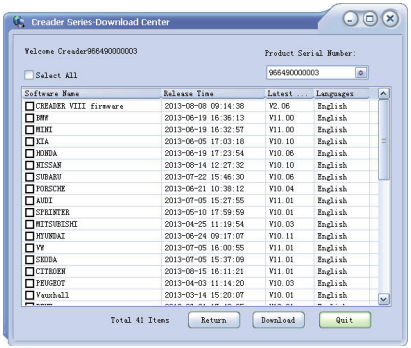
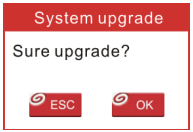

Figure 6
Figure 7
9. Ré-ouvrez l'outil de mise à jour, sélectionnez les mises à jour que vous souhaitez exécuter ou cliquez sur « Sélectionner tout », et puis cliquez sur Télécharger pour démarrer le téléchargement. Voir Figure 6.
10. Une fois toutes les étapes terminées, réinsérez la carte de mémoire dans l'outil et mettez l'outil sous tension via le câble USB ou via le câble de diagnostic (une extrémité au connecteur DB-15 de l'outil et l'autre extrémité au CLD du véhicule). Une boîte de dialogue (Remarque: Si seulement le logiciel de diagnostic est mis à jour et aucun paquet du firmware est téléchargé dans Figure 6, cette boîte n'apparaîtra pas qui vous invite à mettre à jour apparaîtra à l'écran (Voir Figure 7), sélectionnez OK pour procéder.